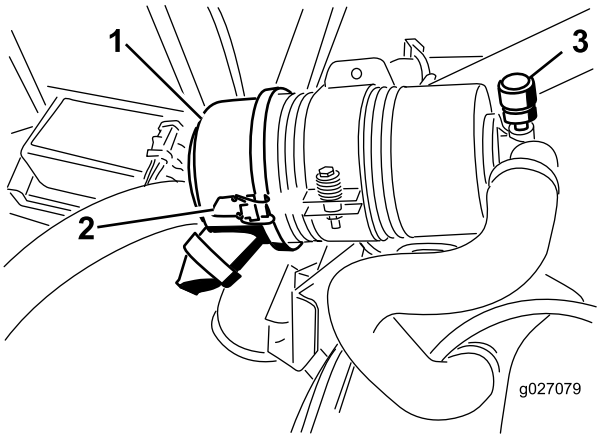

Figur 51
Efterse kun luftfilteret, når serviceindikatoren (Figur 51) viser, det er nødvendigt. Hvis du udskifter luftfilteret, før det er nødvendigt, øger du blot risikoen for, at der kommer snavs ind i motoren, når filteret afmonteres.
1. Åbn låsene, der fastgør luftfilterdækslet til luftfilterhuset (Figur 51).